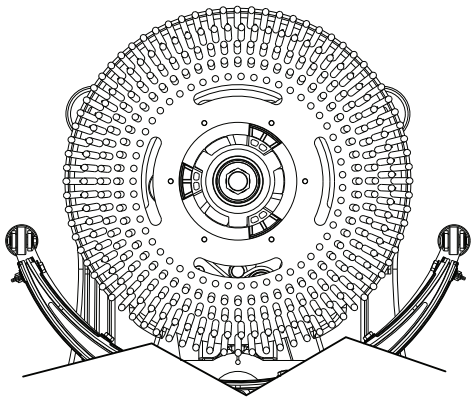

FIGURE 3
3. Installez la brosse ou le porte-disque sur le moyeu de la roue d'entraînement puis la tourner dans le sens contraire des aiguilles d'une montre, jusqu'à ce qu'elle s'enclenche, comme indiqué figure 3.